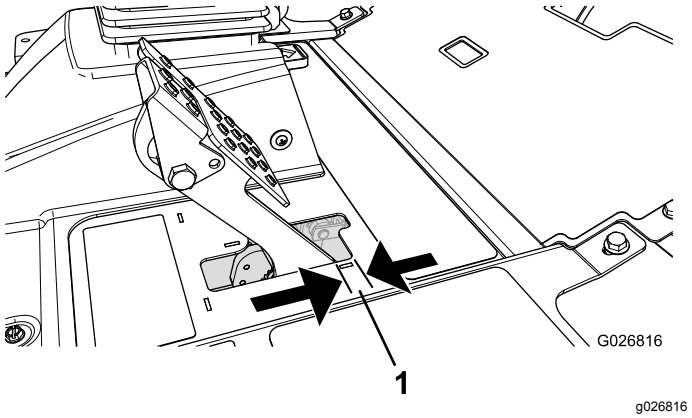

Figur 51
Juster bremsene når det er mer enn 2,5 cm frigang (Figur 51) på bremsepedalen, eller når det kreves mer bremsekraft. Frigang er avstanden bremsepedalen kan beveges før du merker bremsemotstand.
2. Trekk til den bakre mutteren for å flytte kabelen bakover til bremsepedalene har en frigang (Figur 51) på 6,3 til 12,7 mm, før hjulene låses.